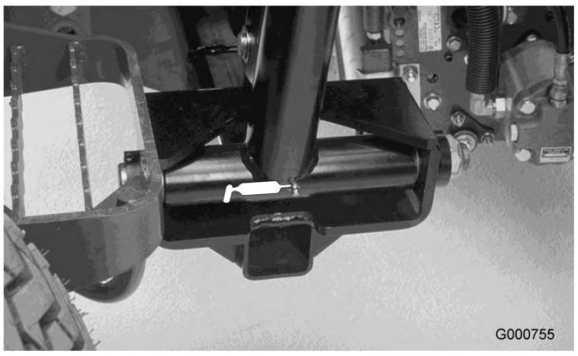

Bild 34
- Hubarm-Drehbüchsen (3) (Bild 34)